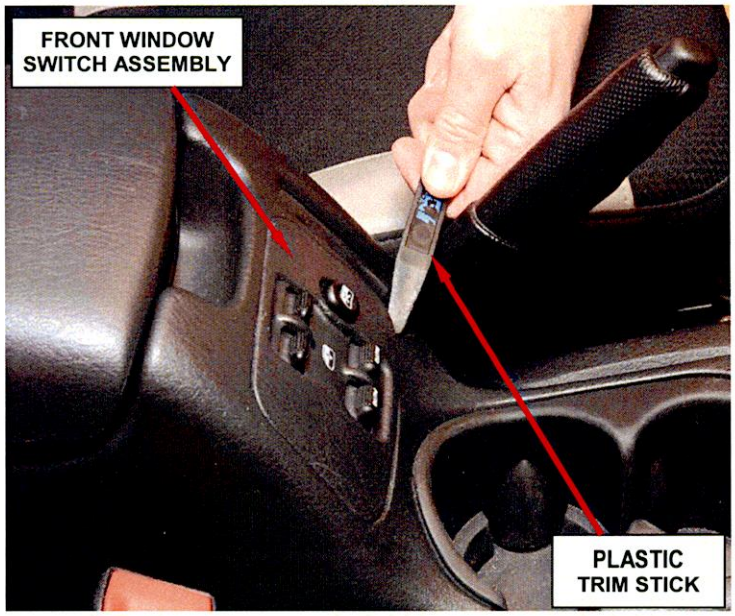

Figure 2 – Front Window Switch Assembly
6. Remove and save the front window switch assembly (Figure 2).
38. Install the front window switch assembly (Figure 2).